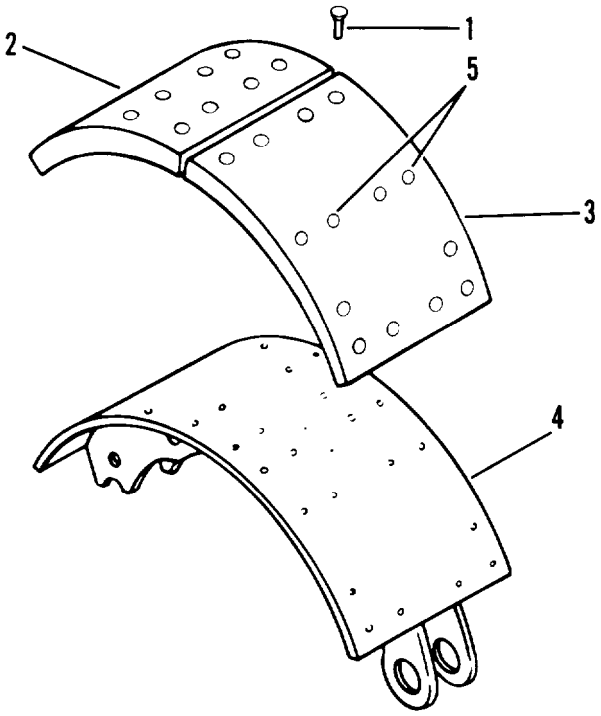

Figure 5-4. Brake lining replacement
(1) Remove 12 rivets (1, figure 5-4) from each lining (2 and 3).
(2) Strip linings (2 and 3) from brake shoes (4).
(1) Install new lining (2, figure 5-4) on brake shoes (4).
(2) Align rivet holes (5) in brake shoe (4) and lining (2 and 3). Clamp linings in place.
(3) Install end rivets (1) in lining (2 and 3). Remove clamp and install remaining rivets (1).
(4) Check contact of linings (2 and 3) with brake shoe (4) after riveting. A 0.010 inch feeler gage should not enter between brake shoe (4) and lining (2 and 3) at any point.
(5) Install brake shoes (para. 4-40).
(6) Install brake drum and hub (para. 4-45).
(7) Install tires and wheels (para. 4-43).